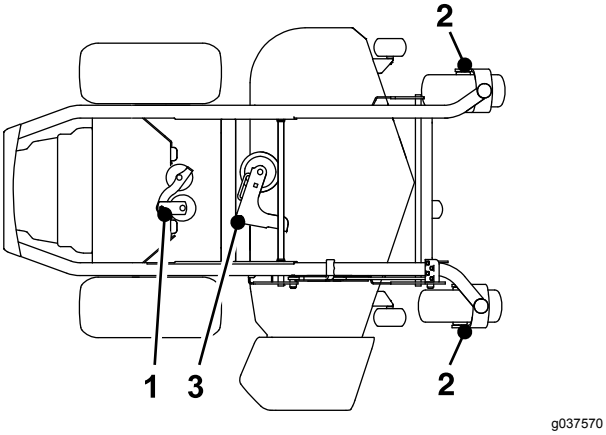

Figure 37
4. Injectez 1 à 2 jets de graisse dans le pivot de la poulie de tension de la pompe (Figure 37).
5. Graissez les axes des roues pivotantes avant (Figure 37).